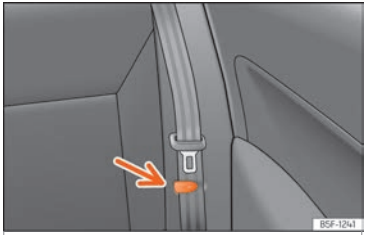

Fig. 117 Asiento trasero: pinza para sujetar el cinturón de seguridad.
- Coloque los cinturones de seguridad laterales en la pinza del revestimiento ››› fig. 117.